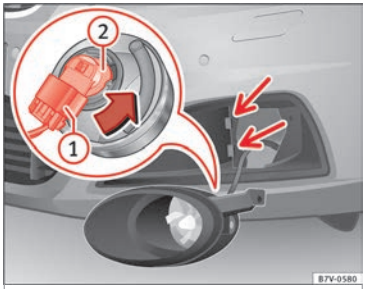

Fig. 109 Changing the bulbs in the headlights
3. Tilt the headlight slightly forward and extract it from its lateral attachments »» **Fig. 109** (small arrows).
4. Release the connector »» **Fig. 109** (1) and remove it.
5. Rotate the bulb holder »» **Fig. 109** (2) to the left all the way, in the direction of the arrow, and pull it out backwards together with the bulb.
8. Insert the connector »» **Fig. 109** (1) on the bulb holder (2). The connector must audibly click into place.
9. Place the headlight into its position »» **Fig. 109** (small arrows) and tilt it backwards.